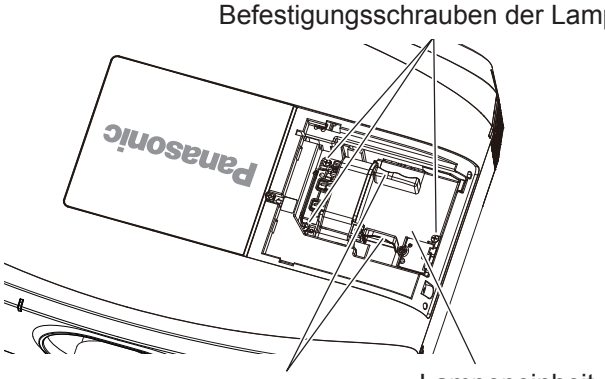

Abb. 2
3) Entfernen Sie die Lampeneinheit. (Abb. 2)